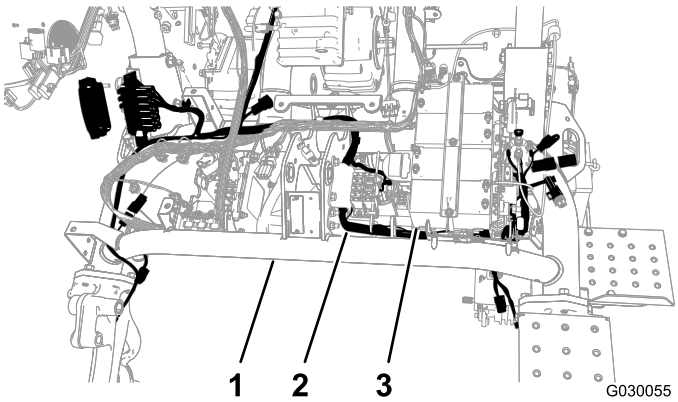

Figura 4
4. Disponete il cablaggio sotto il tubo principale del telaio e davanti alle batterie del cilindro (Figura 4).